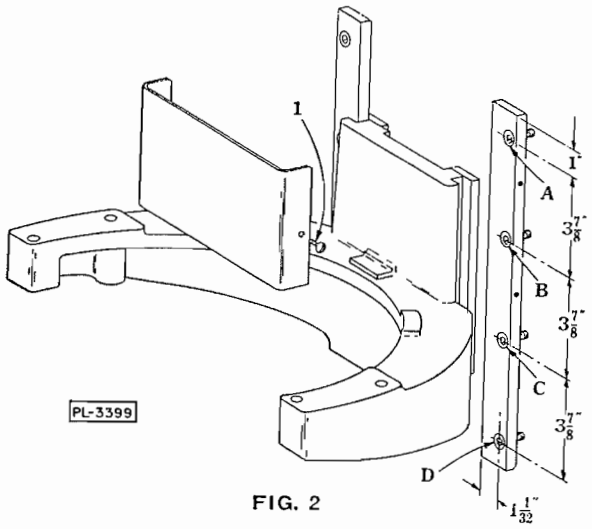

FIG. 2
BOWL SUPPORT (Fig. 2):
(6) Pull the lift handle down, clearing the bowl lift rod from the bracket of the bowl support. Be careful not to lose the flat washer on top of the bracket.
(7) Remove the right slideway and loosen the left slideway sufficiently to permit the bowl support to clear the pedestal.
B. REMOVING LOOSENESS BETWEEN BOWL SUPPORT AND WAYS (Fig. 2):